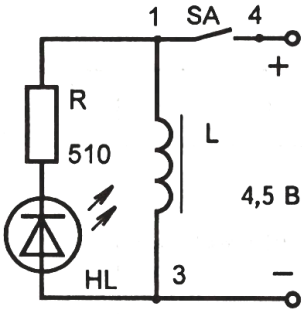

Рис. 14-3-3
4. Соберите цепь по рис. 14-3-3. Для регистрации тока самоиндукции используйте светодиод с резистором. Наблюдайте свечение светодиода в момент размыкания цепи и объясните этот факт.